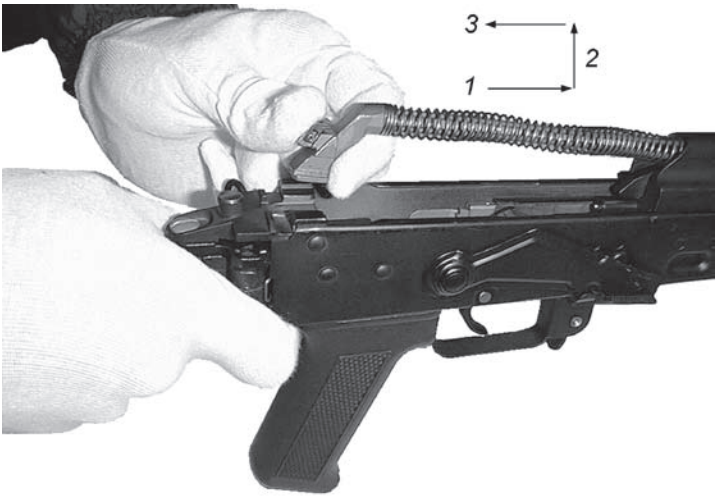

Rys. 64. Odłączanie urządzenia powrotnego
- unieść tylny koniec prowadnicy sprężyny powrotnej (rys. 64) i wyjąć mechanizm powrotny z otworu suwadła;